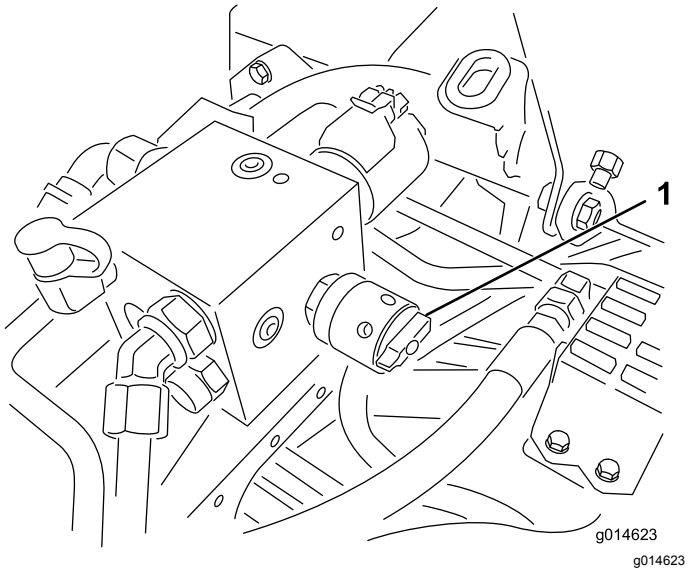

Рисунок 56
6. Поверните регулятор частоты вращения барабана в положение 1 (Рисунок 56).